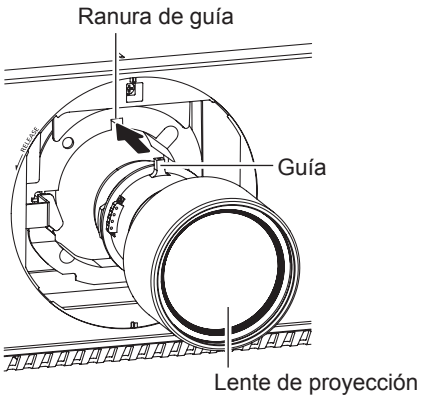

Figura 1
1) Retire la Cubierta de la base de la lente y alinee la guía de la lente de proyección con la ranura de guía del proyector e insértela hasta el fondo. (Figura 1)